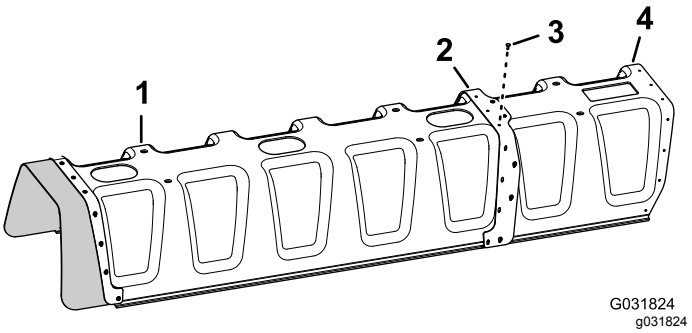

**Figur 181**
4. Fastgør afdækningsudvidelsen til 11-dyse-sektionsafdækningen (Figur 181) med 11 popnitter (Toro-delnr. 114439).